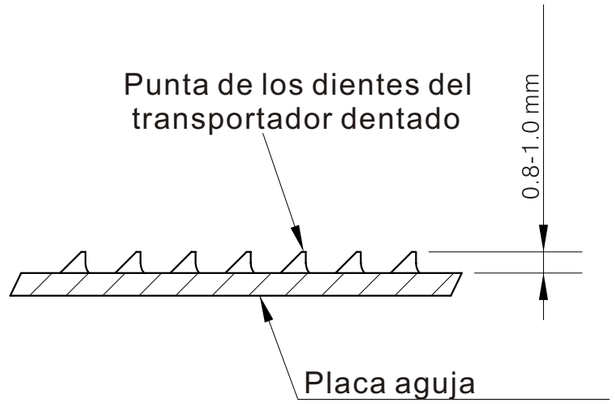

Fig. 21
(1) Cuando los dientes del transportador dentado estén en el punto superior, la punta de los mismos deben estar de 0.8-1.0 mm más arriba que la superficie de la placa aguja. (Fig. 21)